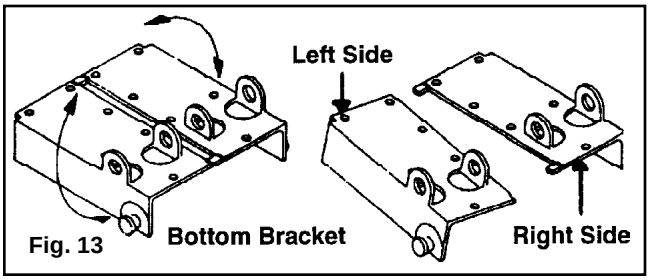

Fig. 13
**Step 4:** Bend and break apart bottom brackets by hand at connection tabs as shown. (FIG. 13)